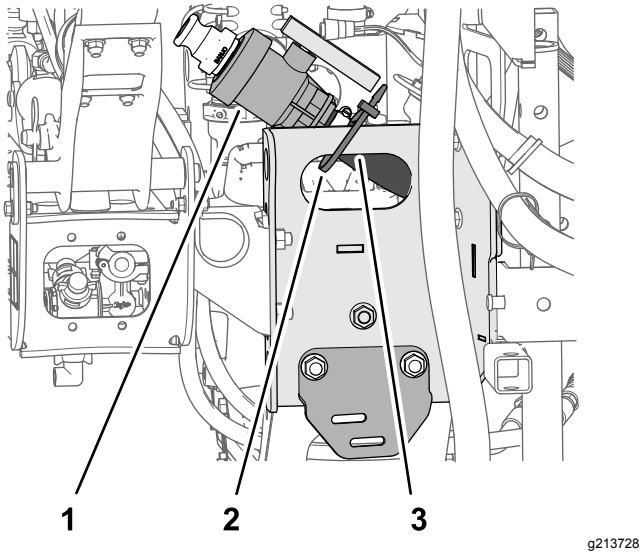

**Figur 13**
1. Fjern kabelsnoren som fester tappeventilen og slangen til spredertanken, til støtteplatekanalen (Figur 13).